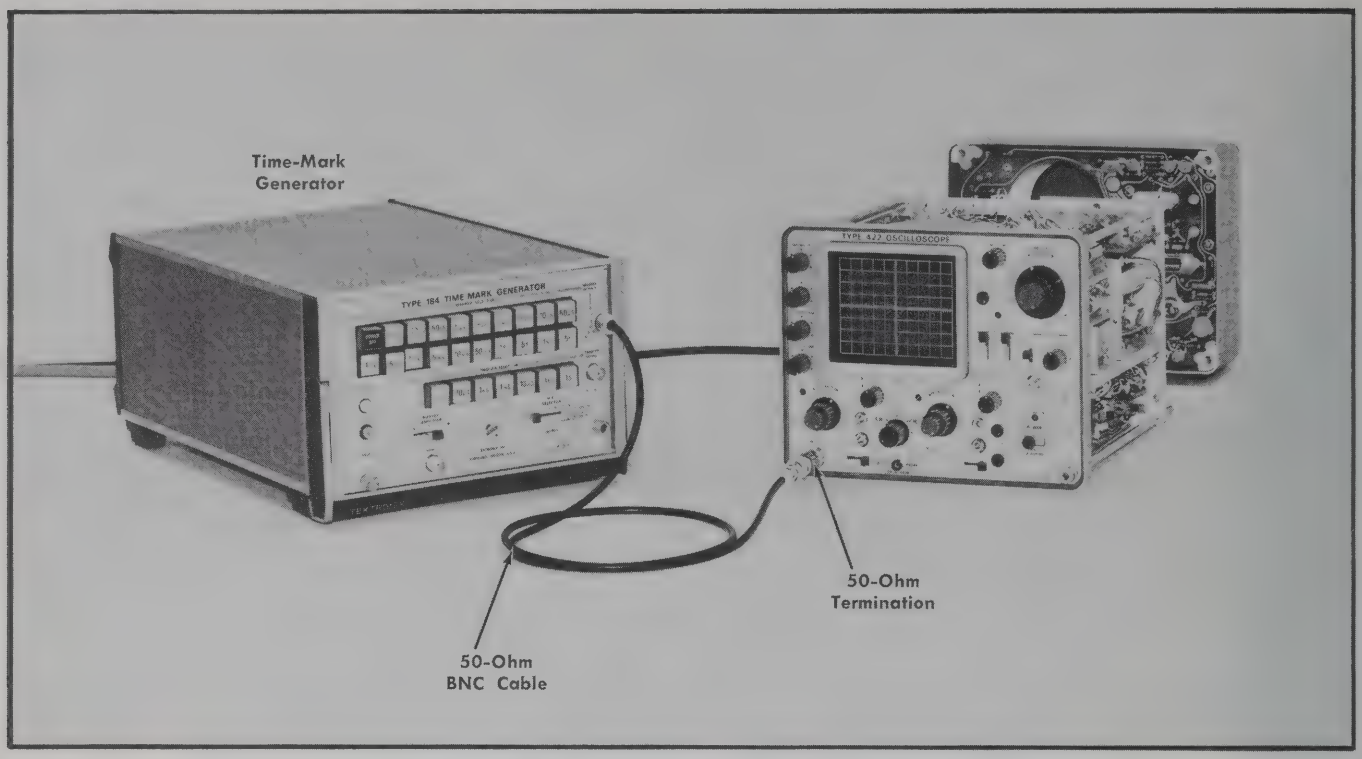

Fig. 6-41. Initial test equipment setup for steps 38—47.
a. Test equipment setup is given in Fig. 6-41.